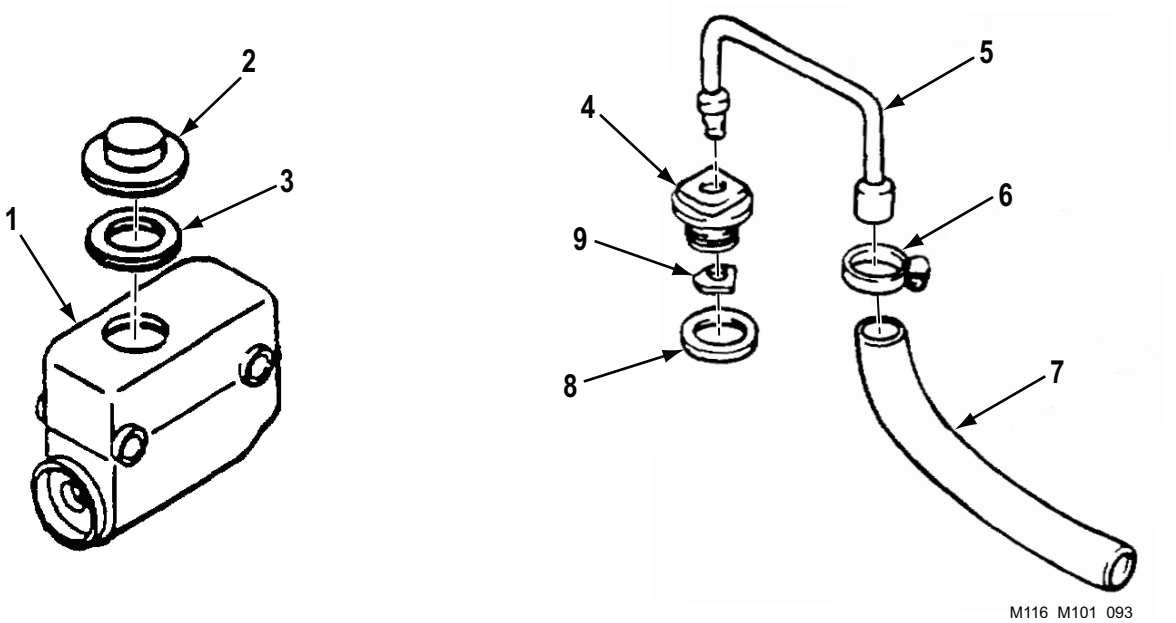

Figure 6. Master Cylinder Cap or Drain Hose Disassembly.
8. Remove cap (Figure 6, Item 2) and gasket (Figure 6, Item 3) from master cylinder (Figure 6, Item 1). Discard gasket (Figure 6, Item 3).
9. Loosen clamp (Figure 6, Item 6) and remove drain hose (Figure 6, Item 7) from vent tube (Figure 6, Item 5).
10. Remove vent tube (Figure 6, Item 5), filler cap (Figure 6, Item 4), baffle (Figure 6, Item 9), and gasket (Figure 6, Item 8) from master cylinder (Figure 6, Item 1). Discard gasket (Figure 6, Item 8).